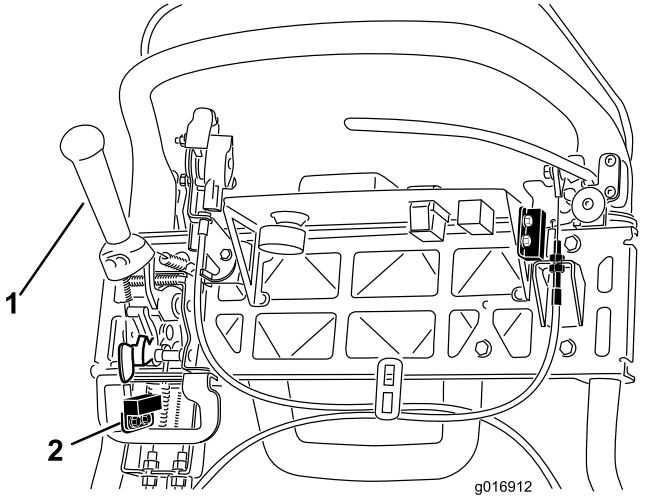

Figura 38
4. Afloje las fijaciones de montaje del interruptor de seguridad (Figura 38).
5. Coloque un suplemento de 0,062 pulgadas (1,6 mm) de grosor entre la palanca de tracción y el interruptor de seguridad (Figura 38).